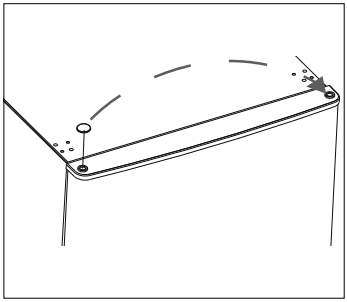

Abb. 6
- Entfernen Sie den Blindstopfen für den Scharnierzapfen von der linken Gefrierraumtürseite und setzen Sie ihn in das Loch auf der rechten Seite ein (siehe **Abb. 6**).
- Heben Sie anschließend die Gefrierraumtür (2) an, um sie zu abzunehmen und legen sie die Gefrierraumtür (2) auf eine weiche Unterlage, um sie vor Kratzern zu schützen.